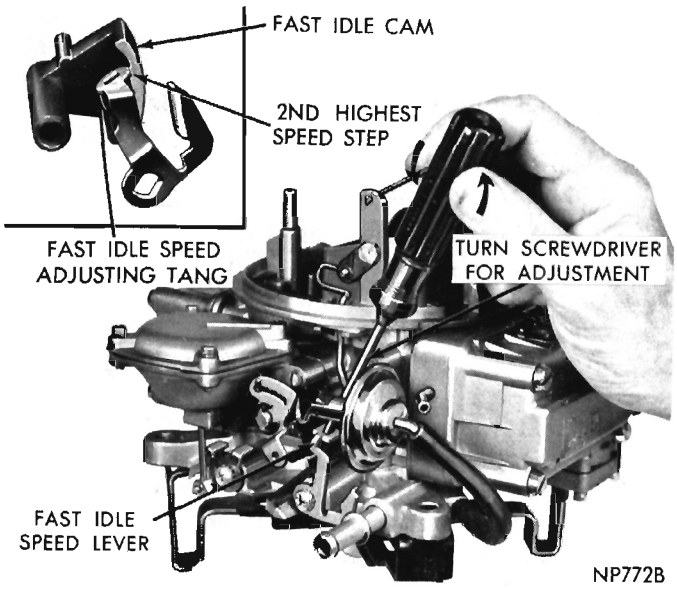

Fig. 20—Fast Idle Speed Adjustment (On Vehicle)
(1) With the engine off and the transmission in the PARK or NEUTRAL position, open the throttle slightly.
(2) Close choke valve until fast idle screw tang can be positioned on the second hightest-speed step of the fast idle cam (Fig. 20).
(3) Start the engine and determine the stabilized